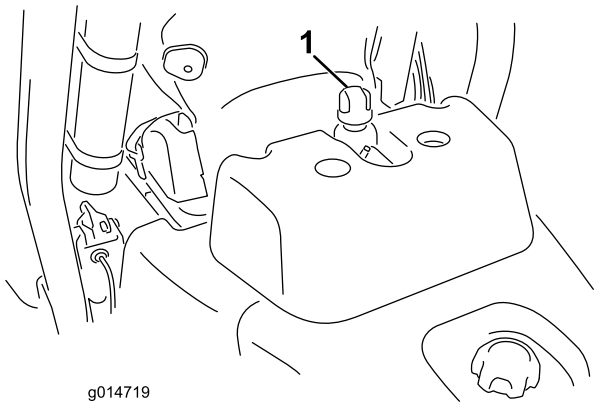

Figur 32
2. Skruva av hydraultanklocket (Figur 32).